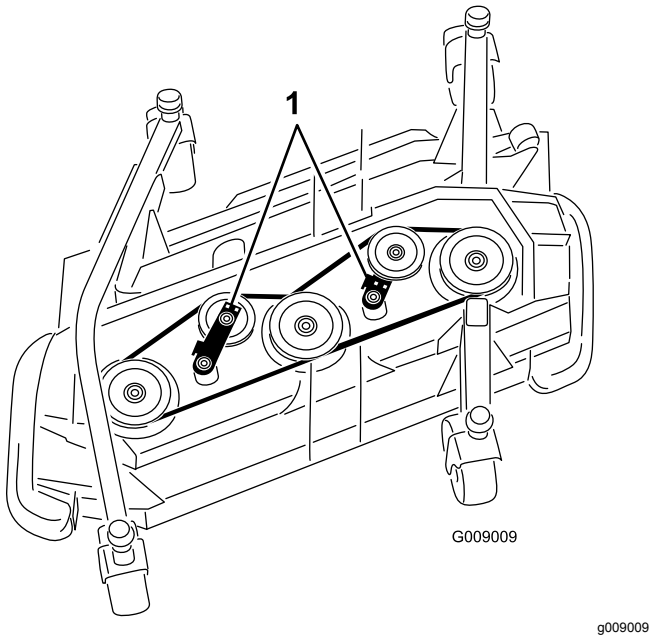

**Figur 130**
5. Brug en skraldenøgle eller et lignende stykke værktøj til at flytte styreremskiverne væk fra drivremmen for derved at løsne remspændingen og lade remmen glide af remskiverne (Figur 130).